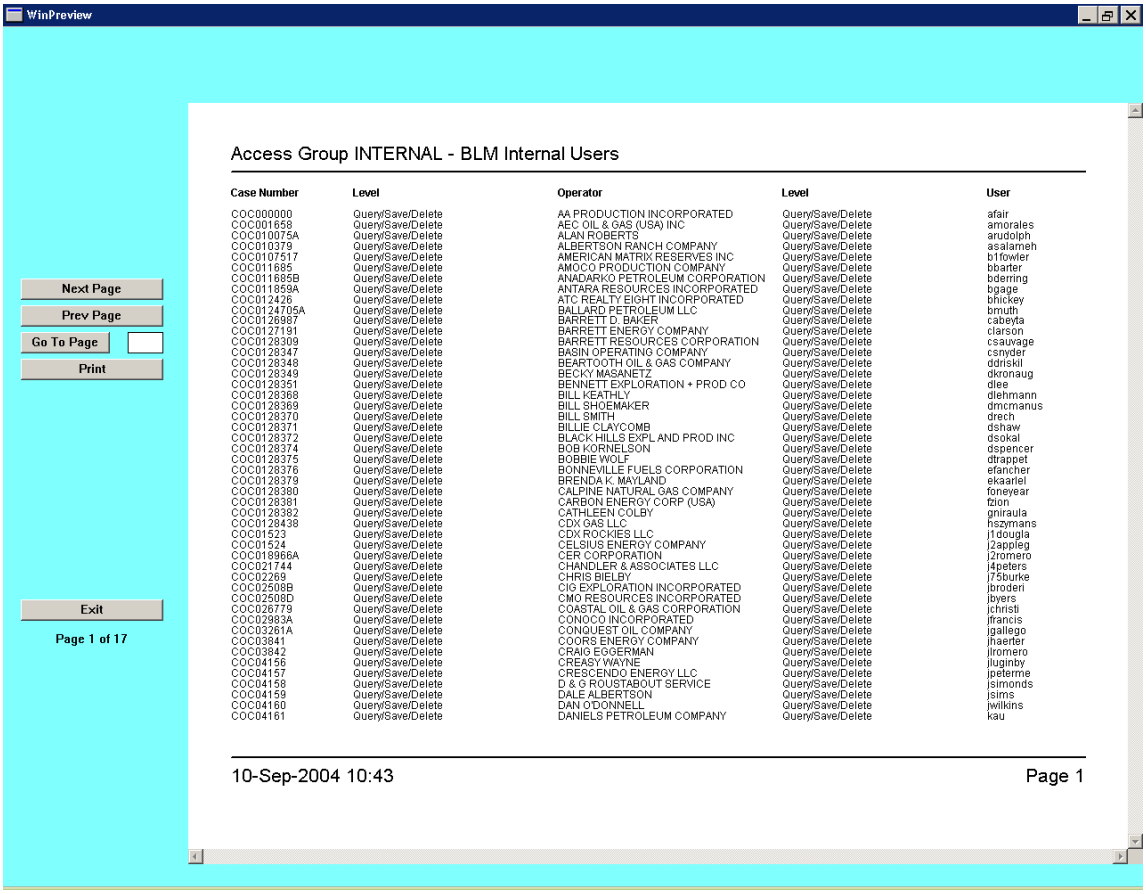

Figure 5-12: WinPreview Print Window of Access Groups–Sample Copy
4. Click Print Group **(after highlighting a specific access group name) to launch the *Non-Indian AFMSS*** *Print Confirmation (GLB.49)* window. A sample copy of an Access Group is shown in Figure 5-12.